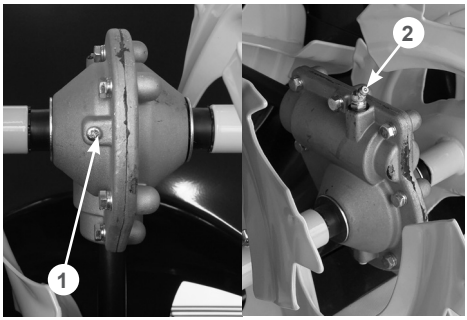

Рис. 48 Добавление смазки в редуктор
1. Очистите от загрязнений винт 1 в нижней части редуктора, пресс-маслёнку 2 и корпус редуктора вокруг них (Рис. 48).
3. Выкрутите винт 1 в нижней части редуктора и подложите под нижнее отверстие в редукторе кусок ветоши (Рис. 48).
4. Установите наконечник шприц-пресса на пресс-маслёнку 2 и начните заправлять смазку в редуктор (Рис. 48).